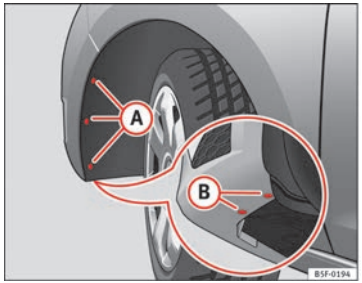

Fig. 189 Fog light: access to the connector and to the light bulb holder
– Remove the 3 screws (A) ⇒ Fig. 189 from the inside of the wheel housing and the 2 bottom screws (B) ⇒ Fig. 189 from the bumper using a screwdriver.